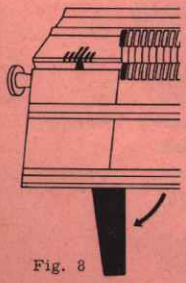

Fig. 8
8) Versatzhebel (links unter dem vorderen Bett) rückwärts abwärts drücken und nach links einschwenken, bis er in der ersten Versatzposition einrastet. Der Zeiger steht auf der ersten Markierung. Dann Hebel noch zweimal drücken und nach links schwenken, bis der Zeiger auf der dritten Markierung steht. Fig. 8 und 9.